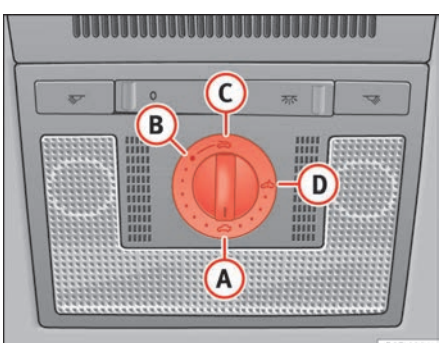

Fig. 69 Roof lining description: rotary sun roof control
– Turn the rotary button to position (A) ⇒ page 108, fig. 69 ⇒ ⚠.